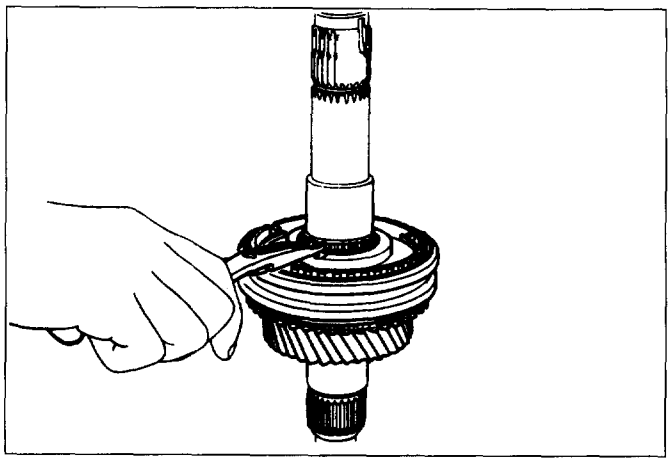

Fig. 7B-77
- Use a pair of snap ring pliers to remove the snap ring (Fig. 7B-77).